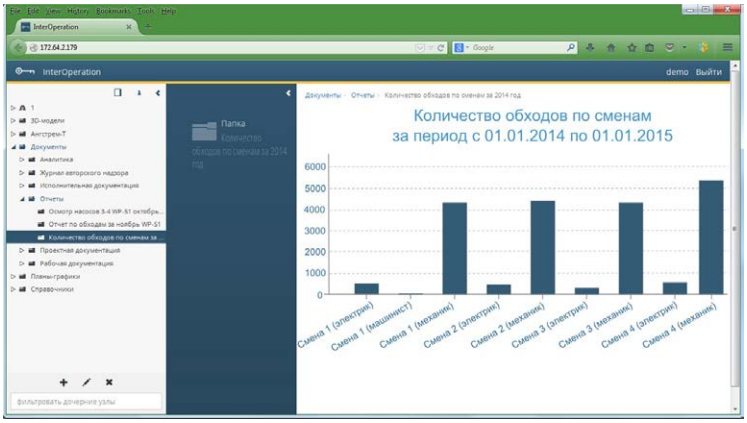

Рис. 6. Статистика проведенных ремонтов в НЕОСИНТЕЗ
- учет и анализ производимых ремонтов (Рис. 6), отказов, дефектов, отклонений и других событий, возникающих на оборудовании, зданиях и сооружениях объекта,